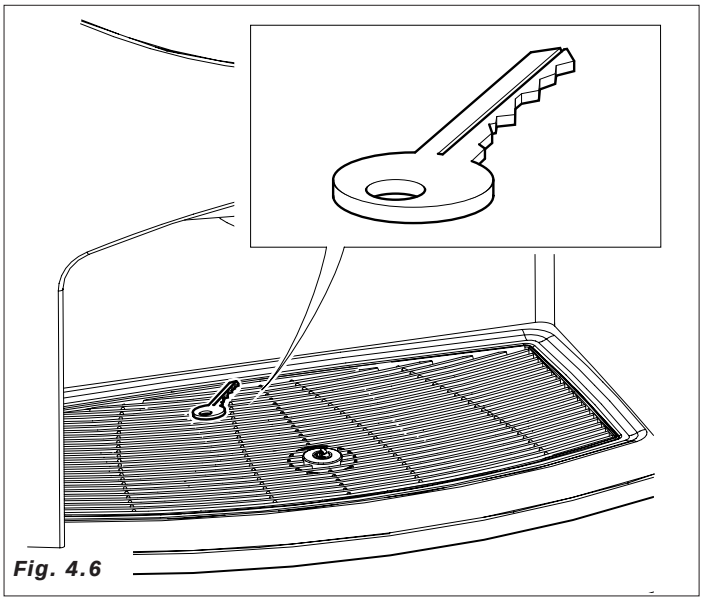

Fig. 4.6
– Coger las llaves que están en la zona de recepción del vaso *(Fig.4.6)*